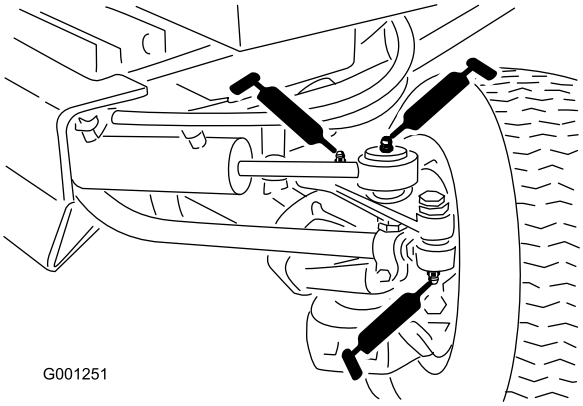

**Figur 45**
- Dragstångsändar (2) (Figur 45)
- Cylinderändar (2) (Figur 45)
- Styrtappar (2) (Figur 45)
- Axelsvängtapp (Figur 45)